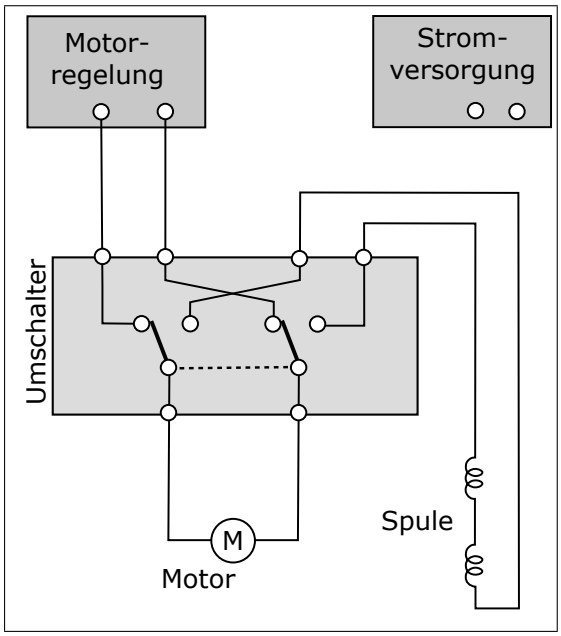

Abb. E45-2
5. Verwenden Sie den **Motor als Stromgenerator** (elektrodynamischer Retarder). Bauen Sie hierzu die Schaltung nach Abbildung E45-2 auf (**Schaltung prüfen lassen!**) und untersuchen Sie die Bremswirkung der damit betriebenen Wirbelstrombremse. Stellen Sie dazu den Motor auf eine Drehzahl von $2000\,\mathrm{min}^{-1}$ und schalten Sie danach auf Generatorbetrieb um. Stoppen Sie die Zeit bis zum Erreichen von $500\,\mathrm{min}^{-1}$. Vergleichen Sie dies mit dem Fall ohne Wirbelstrombremse. Entfernen Sie hierzu einfach bei stillstehender Scheibe die Leitungen zur Spule. Wiederholen Sie die Messung für mit und ohne Spule je 3x, um Messfehler zu reduzieren. Wohin "verschwindet" die Rotationsenergie?